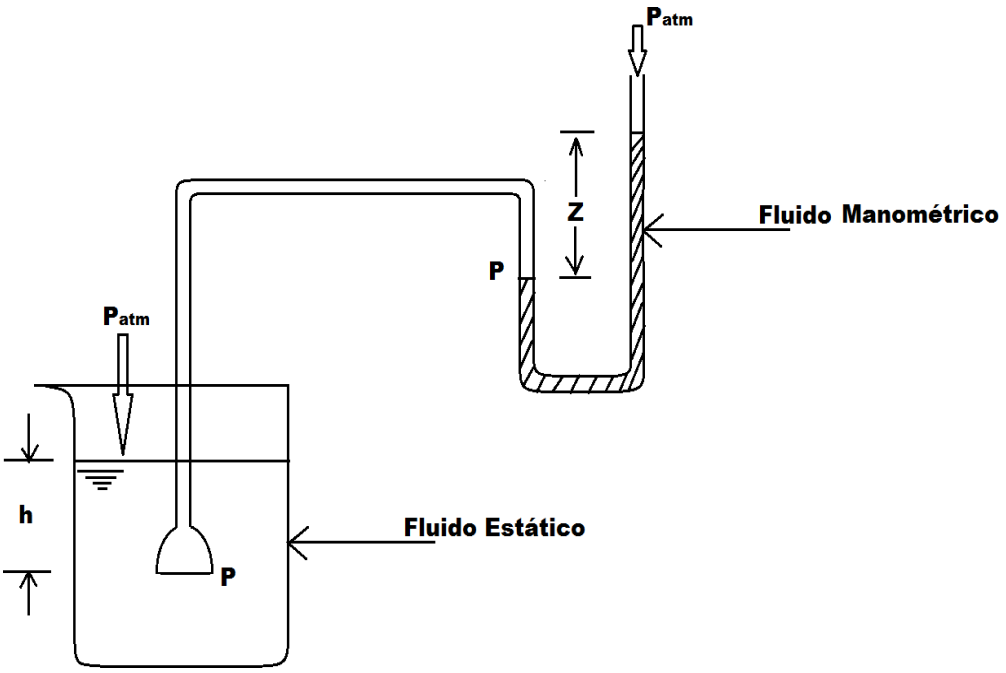

Figura 2. Esquema experimental
1. Sumergir la campana de inmersión, que se encuentra conectada al manómetro diferencial, en cada uno de los líquidos contenidos en los vasos de precipitados de 1 litro y observar el cambio en el nivel del líquido manométrico. Ver figura 2.